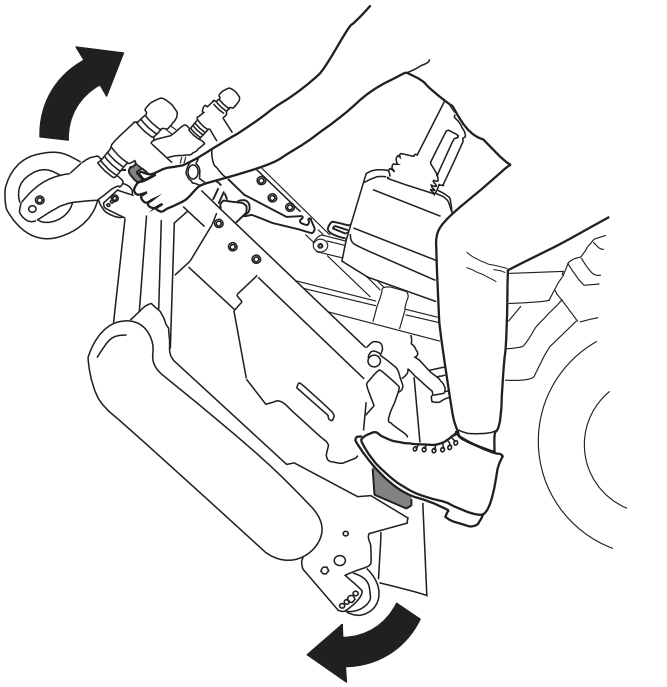
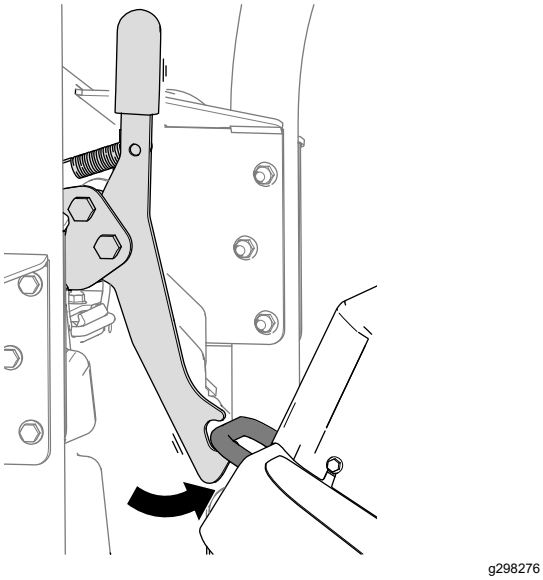
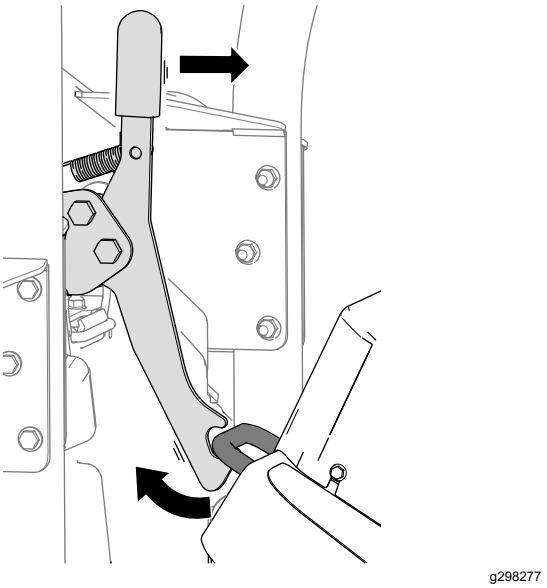

**Figuur 36**
**Figuur 37**
**Figuur 38**
5. Draai de maai-eenheid (Figuur 36) zodat de vergrendeling vastklikt met de bevestigingsbeugel (Figuur 37).
1. Zet de vergrendeling van de maai-eenheid vrij van de bevestigingsbeugel (Figuur 38) door de maai-eenheid lichtjes een beetje naar voren te draaien (zie Figuur 36) en de vergrendelhandgreep naar voren te trekken.